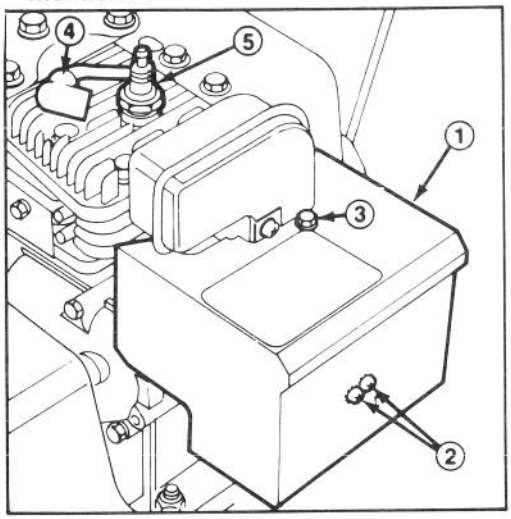

Abbildung 15
Anmerkung: (Nur Modell 521) Wird der Motor bei über +4° C betrieben, muß der Vergaservorwärmkasten abgenommen werden (Abb. 15); bei Temperaturen unter +4° C bleibt er am Gerät. Abnehmen des Vorwärmkastens:
A. Die Kreuzschlitzschraube und Sechskantschraube, mit denen der Vorwärmkasten befestigt ist, entfernen. Den Chokeknopf von der Chokestange abziehen (Abb. 15).
1. Das Hochspannungskabel auf die Zündkerze stecken (Abb. 15).
Um unbeabsichtigtes Starten des Motors bei Wartungsarbeiten zu verhindern, den Zündschlüssel auf AUS drehen und abziehen. Dann das Hochspannungskabel von der Zündkerze lösen (Abb. 15) und so sichern, daß es mit der Kerze nicht in Berührung kommen kann.